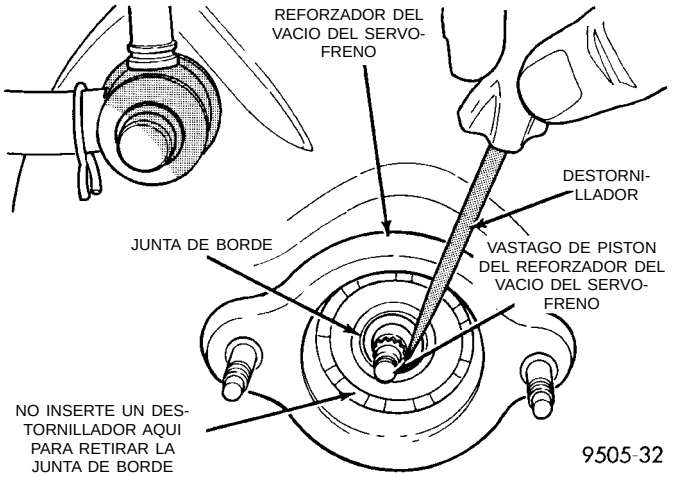

Fig. 105 Desmontaje del sello del reforzador del vacío
PRECAUCION: En los vehículos que tienen instalado el sistema ABS, el cilindro maestro sirve de sello para retener el vacío en el reforzador del vacío del servofreno. El sello de vacío en la parte delantera del reforzador del vacío del servofreno (Fig. 105) DEBE reemplazarse cuando se retira el cilindro maestro del reforzador del vacío del servofreno.
(7) Si el vehículo tiene instalado el sistema ABS, retire el sello de vacío (Fig. 105) situado en la parte delantera del reforzador del vacío del servofreno. Para retirar el sello de vacío, inserte **cuidadosamente** un destornillador pequeño entre el vástago de pistón del reforzador del vacío del servofreno y el sello de vacío (Fig. 105) y ejerza palanca para extraer el sello del reforzador del vacío del servofreno. **No intente extraer el sello del cilindro maestro insertando una herramienta entre el sello y el reforzador del vacío del servofreno.**